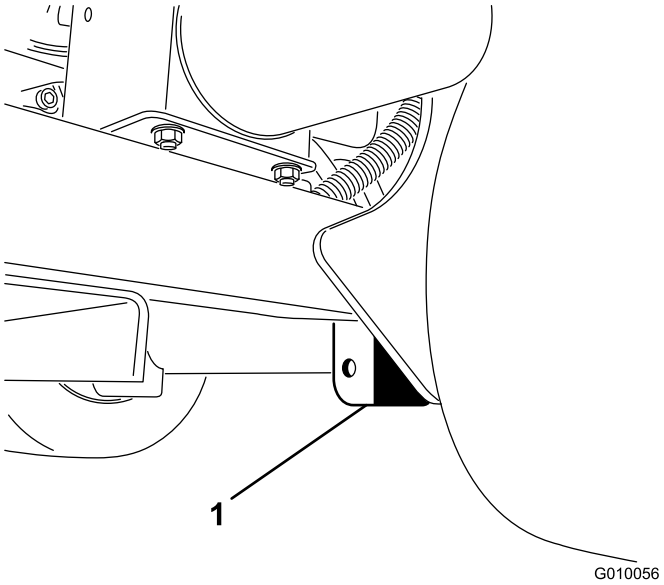

Rysunek 41
2. Umieść dźwignik bezpiecznie pod płytą ramy od wewnątrz, przy samym kole tylnym (Rysunek 41).